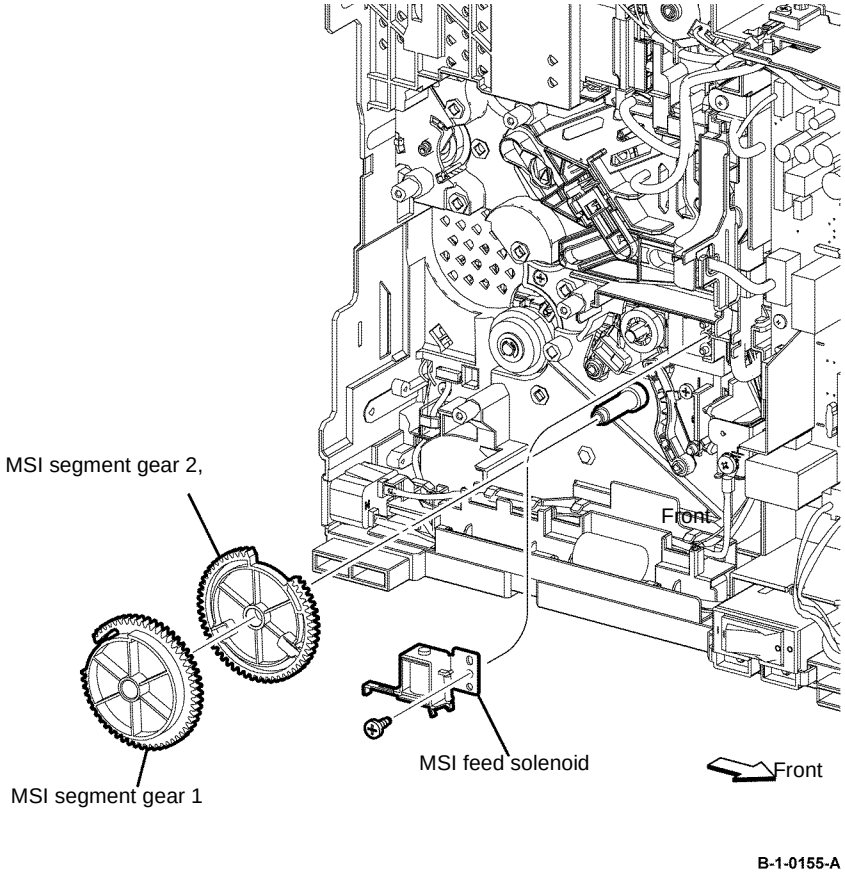

Figure 2 MSI feed solenoid, segment and MSI feed gears removal
21. Remove one screw (silver, tapping, 8mm), then remove the MSI feed solenoid, Figure 2.
22. Remove the MSI segment gear 1, MSI segment gear 2 and MSI feed gear, Figure 2.